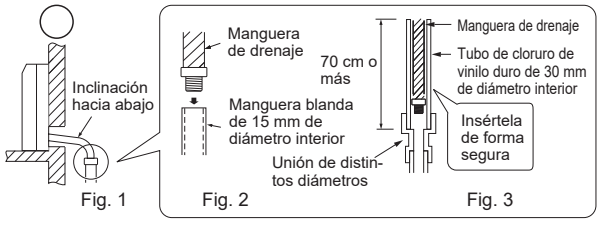

Fig. 1 Fig. 2 Fig. 3
- La manguera de drenaje debe quedar hacia abajo para facilitar el drenaje. (Fig. 1)